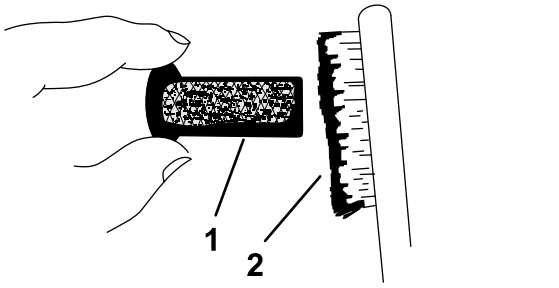

Figura 50
9. Utilice un cepillo para eliminar con cuidado los depósitos de hollín de la rejilla del parachispas (Figura 50).